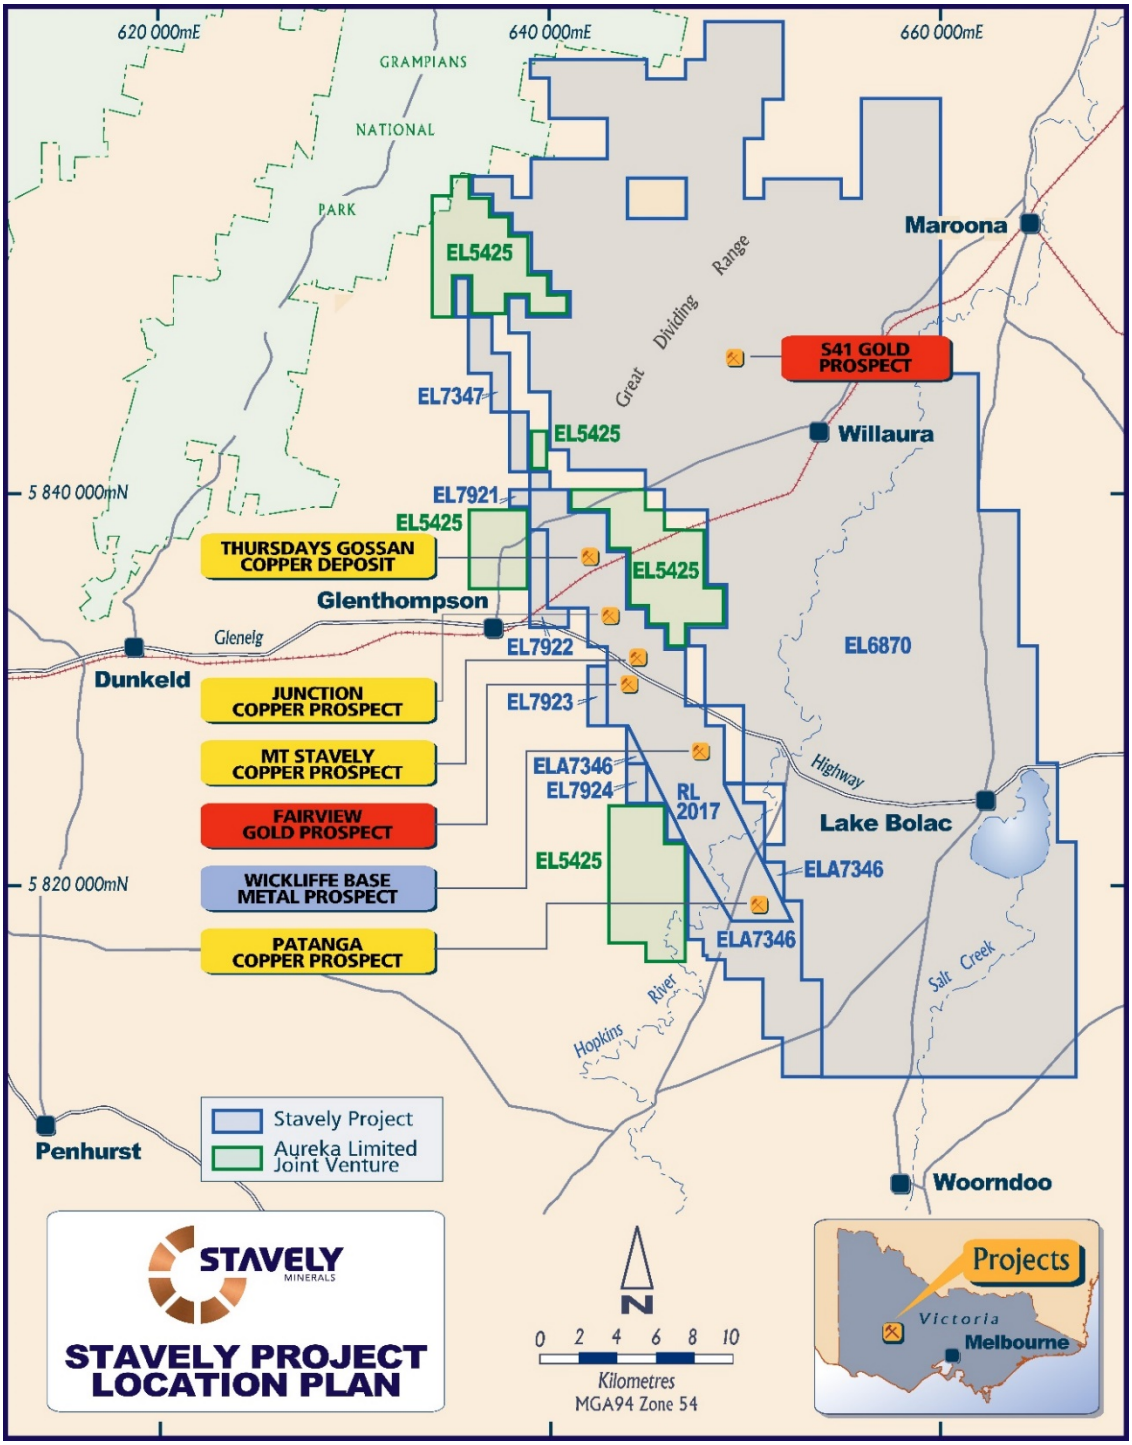

Figure 1. Stavely Project and prospect location map.
Stavely Minerals Limited (ASX Code: **SVY** – "Stavely Minerals") is pleased to advise that it has received assay results from the Phase 2 Reverse Circulation (RC) drilling program at the Fairview North gold prospect, at its 100%-owned **Stavely Copper-Gold Project** in western Victoria (Figures 1 & 2).